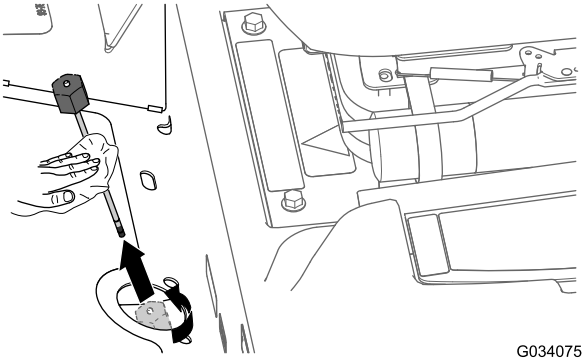

**Figur 78**
2. Løsn målepindsdækslet (Figur 78), fjern målepinden fra transakslens påfyldningsrør og tør målepinden af med en ren klud.